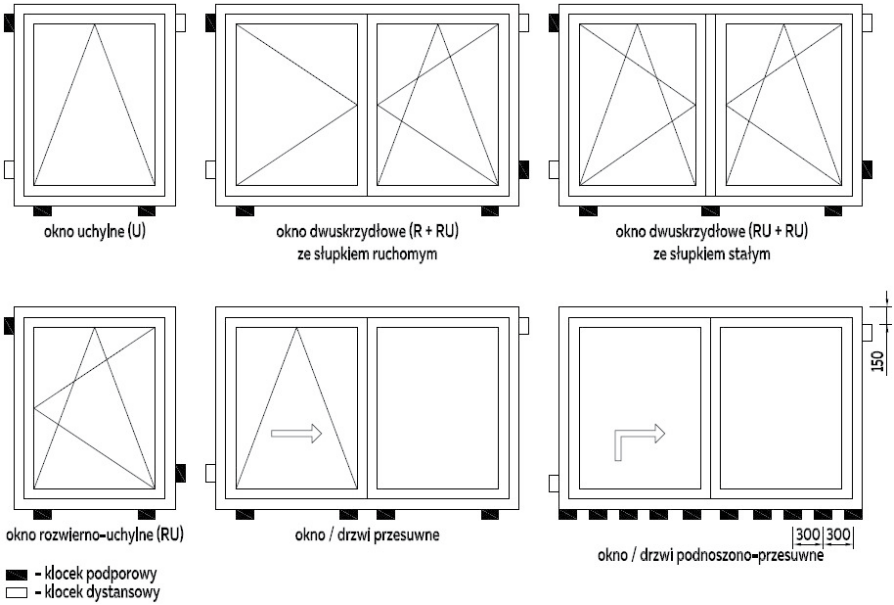

Rys. 4. Rozmieszczenie klocków podporowych i dystansowych
9. Do ustawienia okien/drzwi w otworach ściennych (ościeżach) służą klocki podporowe i dystansowe. Rozmieszczenie klocków w zależności od rodzaju, typu i wielkości okna/drzwi oraz sposobu jego otwierania są pokazane na (rys. 4 str. 9). Klocki podporowe i dystansowe powinny być tak rozmieszczone, aby zminimalizować możliwość deformacji ram okiennych/drzwiowych (ościeżnic) pod wpływem temperatury, własnego ciężaru czy obciążeń eksploatacyjnych. Klocki podporowe dolne powinny by umieszczone możliwie centralnie pod elementami pionowymi ościeżnicy lub słupka. W drzwiach uchylno-przesuwnych, podnoszono-przesuwnych o dużych wymiarach dolna szyna jezdna powinna być podparta stabilnie na całej długości w odstępach max. 300 mm.